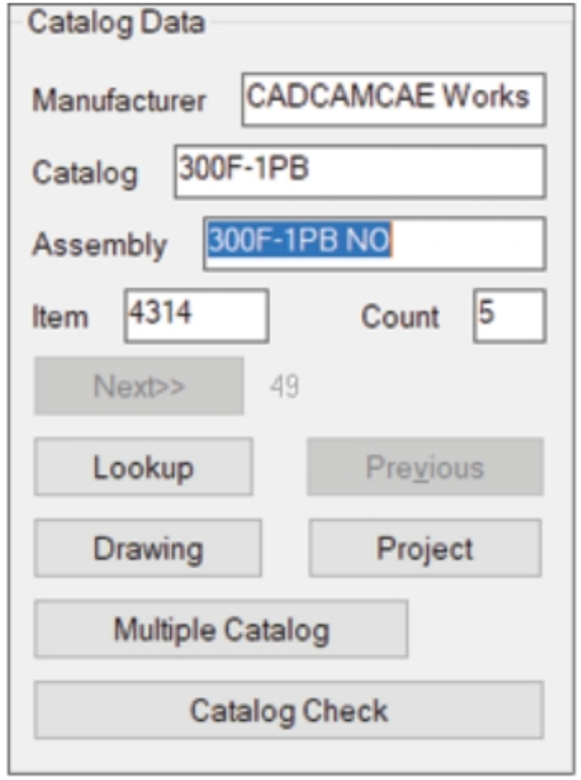

Figure-15. Catalog Data area
- Click in the **Count** edit box and specify the number of components required in the current drawing. The specified numbers will be automatically added in the Bill of Materials. The area after specifying all the values will be displayed as shown in Figure-15.